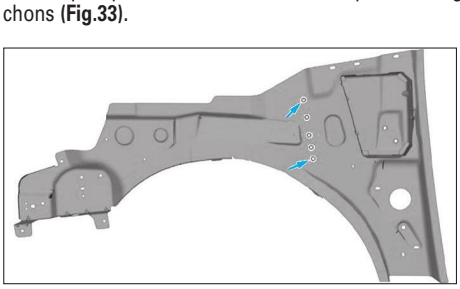

**FIG. 33**
• Tracer puis percer au diamètre de 8 mm pour soudage ultérieur par points bouchons **(Fig.33)**.